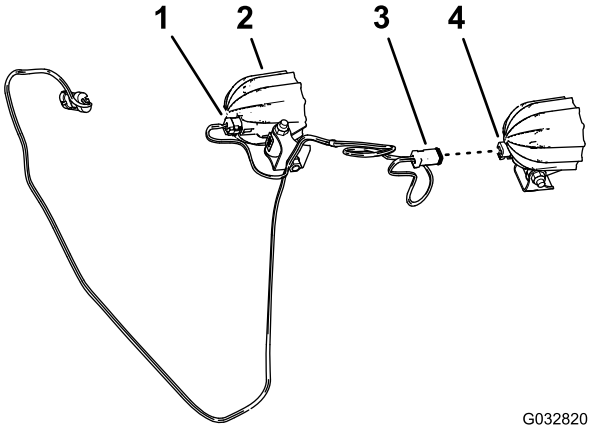

Figure 10
1. Branchez les 2 broches de l'éclairage dans le connecteur à 2 douilles du faisceau de l'éclairage (Figure 10).
2. Répétez l'opération 1 pour l'autre éclairage à LED et l'autre connecteur à 2 douilles du faisceau (Figure 10).